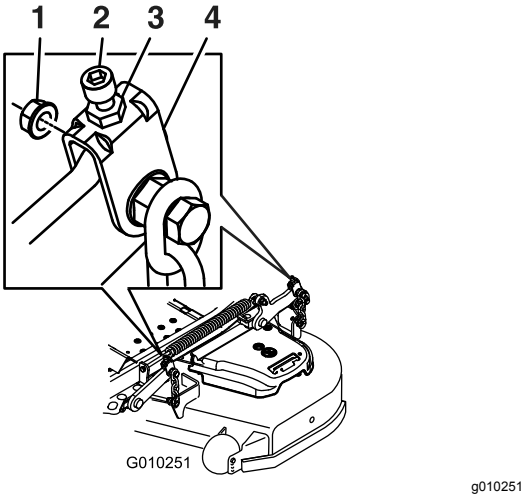

Figur 96
11. För klippdäcken i Figur 96: Vrid justermuttern på den främre däcklyftsmonteringen för att finjustera (Figur 96).
17. Finjustera justeringsskruven genom att vrida den så att höjden blir 8,3 cm (Figur 96).